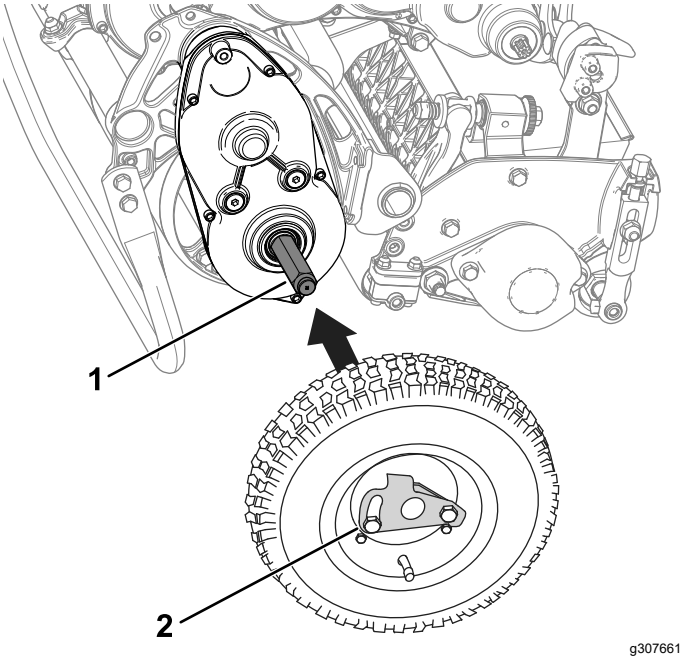

**Figuur 21**
2. Schuif een wiel op een as (Figuur 21).
3. Draai de sluitklem van het wiel (Figuur 21) weg van het midden van het wiel zodat het wiel verder op de as kan schuiven.